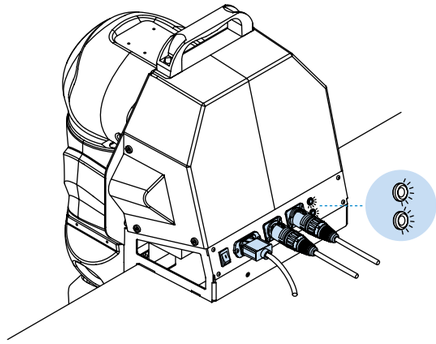

Рисунок 25.
20. Проверить световую индикацию наличия выходного питания у кронштейна крепления Rooky (рисунок 25)